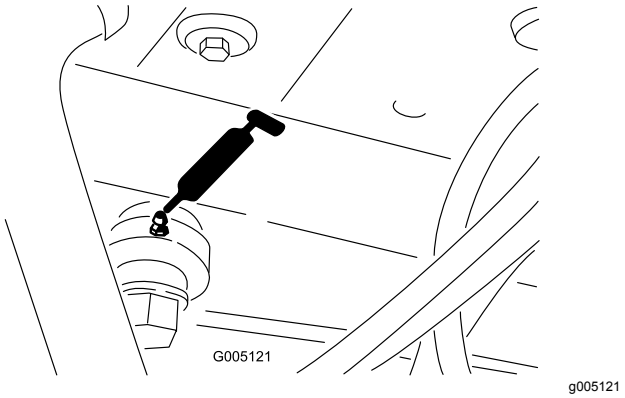

Figuur 39
- Uiteinde van stuurcilinder (Figuur 39)